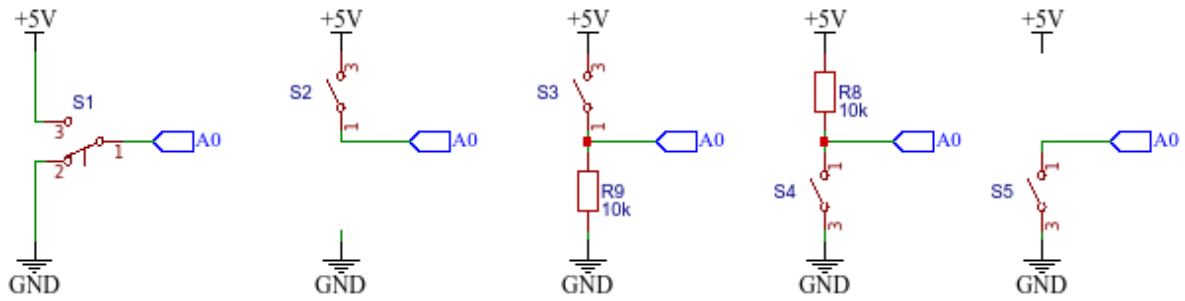

Figure 1: Different options of wireing of the bush-button-switch.
1. Connect the push-button-switch according to first diagram on fig. 1 and test the program lst. 1
2. Try to connect the bush-button-switch according to second diagran on fig. 1
Try to understand why this setup is not working. And test all other options in fig. 1
3. Solve the problem by constructing a `voltage divider` with `pull-down` resistor (third diagran on fig. 1).
5. Change the setup of PBSW and resistor to a `pull-up` setup (fourth diagran on fig. 1). What is changed?
6. Enable internal `pull-up` resistor (and remove external one - fifth diagran on fig. 1).